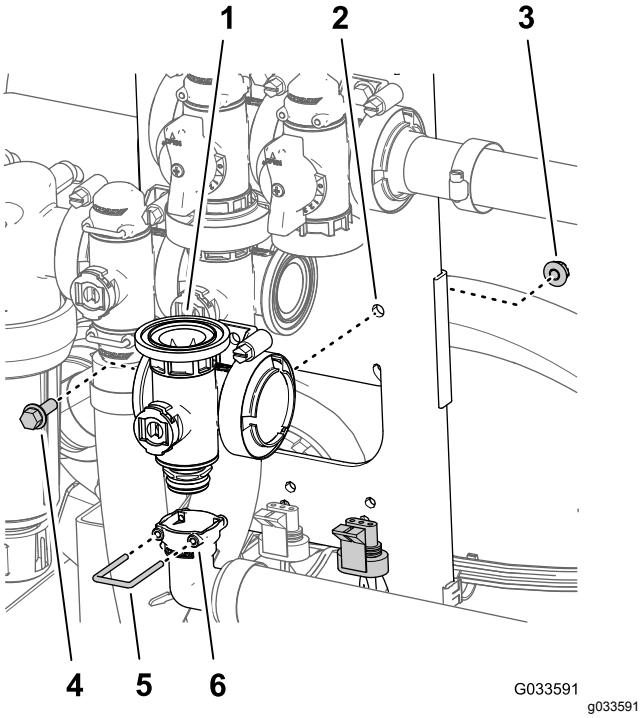

Figur 118
2. Fjern holderen som fester 90 graders uttaksnippelen til manifoldkoblingen for hovedbomventilen (Figur 118).
3. Fjern flenshodebolten (¼ x ¾ tomme) og flenslåsemutteren (¼ tomme) som fester hovedbomventilen til ventilfestet, og fjern ventilmanifolden fra maskinen (Figur 118).